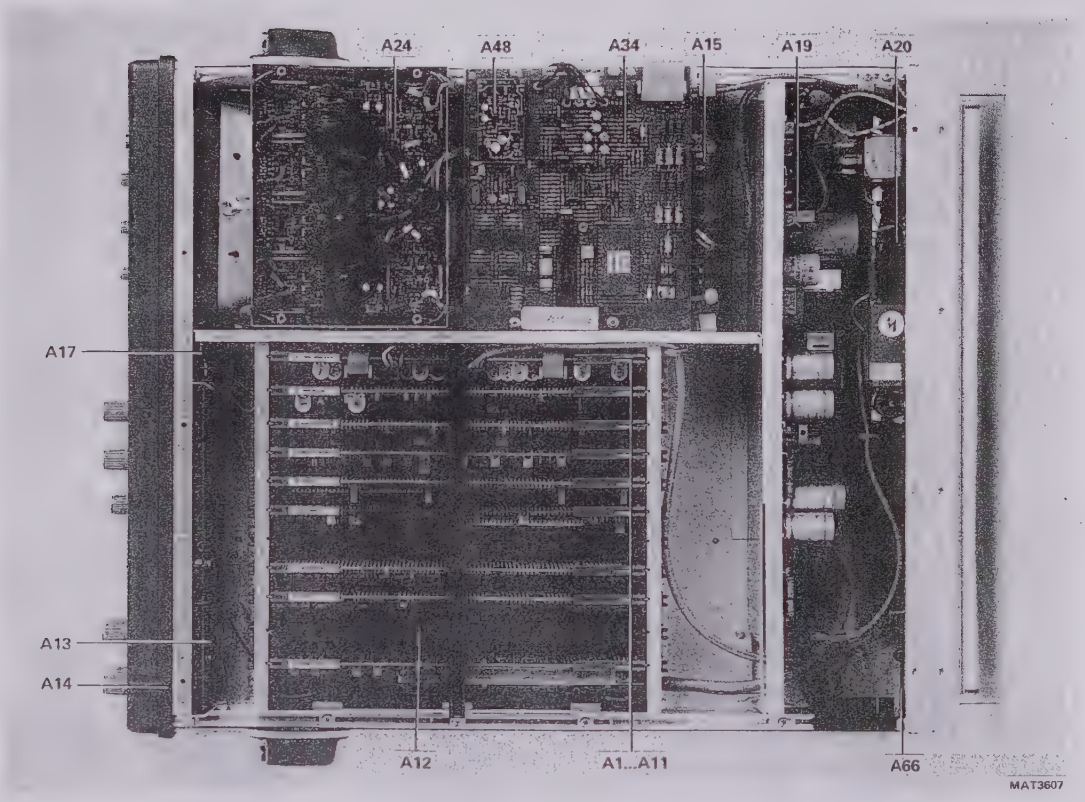

Figure 15.9 Position of electrical units.
15.2 ELECTRICAL UNITS (Figures 15.9 and 15.10)